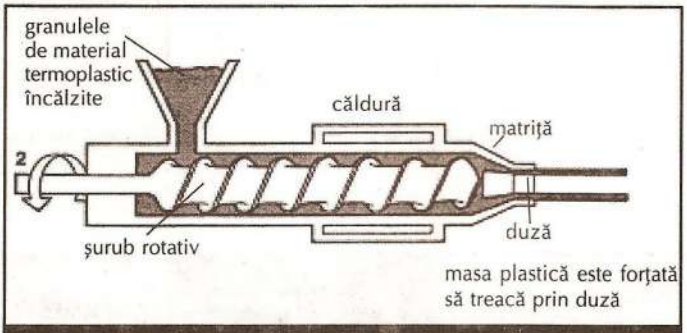

Fig. 12. Prelucrarea prin extrudere.
– **Prelucrarea prin extrudere** (fig. 12) – este o metodă folosită pentru obținerea **fibrelor textile, țevilor și a izolatorilor electrici (cabluri).**